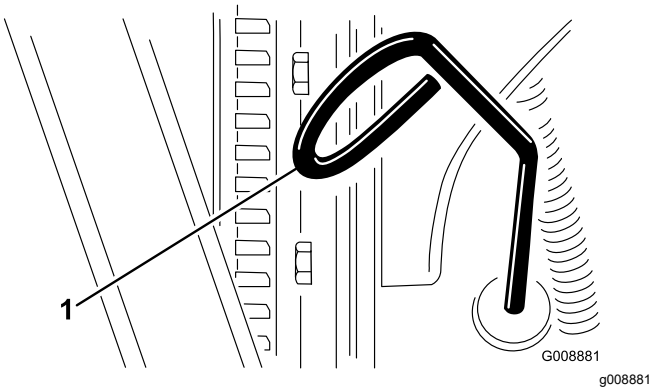

Figur 52
2. Ta ut oljestickan (Figur 52) och torka av den med en ren trasa.